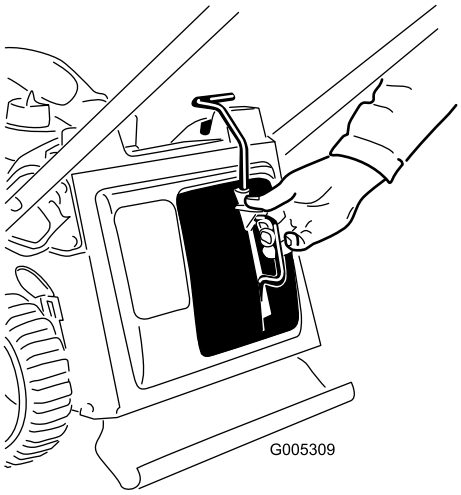

Figur 27
1. Fjern kværndækslet (Figur 27).